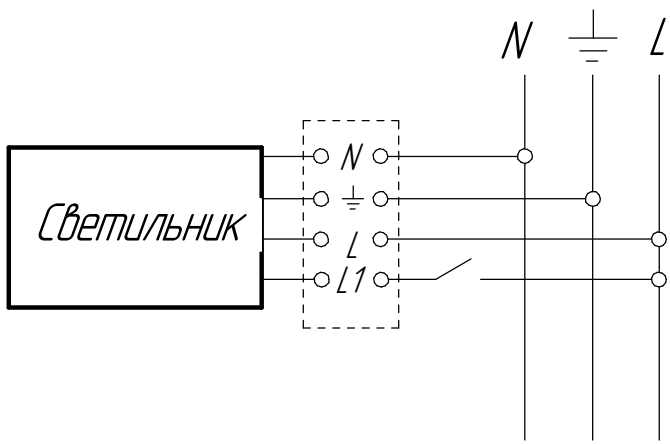

Рисунок 4. Схема подключения светильника с БАП к сети.
6.7 Подсоедините светильник к сети в соответствии со схемой (см. рис.4)